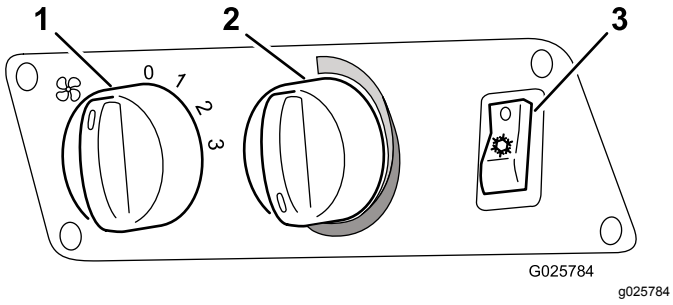

Figure 6
2. Mettez le ventilateur en marche (Figure 6).
3. Mettez la climatisation en marche (Figure 6).
4. Réglez la commande de température (Figure 6) à la position la plus froide (tournez à fond dans le sens antihoraire).